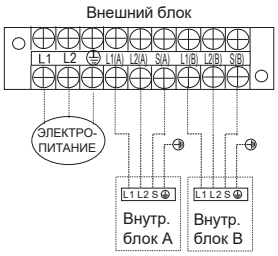

Рисунок 50 - Схема межблочных соединений сплит-системы с несколькими внутренними блоками
• Каждый внутренний блок сплит-системы должен подключаться с отдельной группе клемм внешнего блока. Например, соединительный кабель должен соединять клемму L1 внутреннего блока А с клеммой L1(A) внешнего блока. (см. рис. 50).